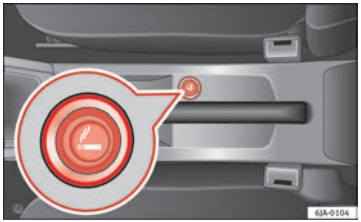

Fig. 85 Centre console: cigarette lighter
The cigarette lighter is located at the front of the centre console ⇒ Fig. 85.
– Press the cigarette lighter knob ⇒ Fig. 85.